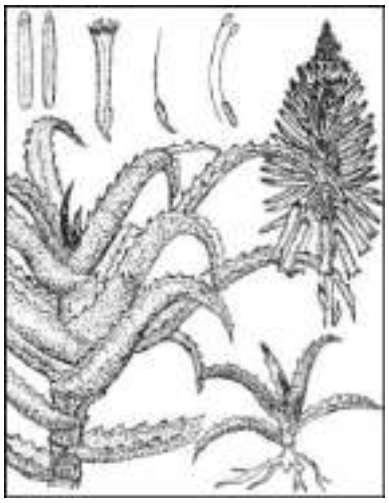

Рис. 2. Алоэ древовидное Aloe arborescens Mill.
2. *Алоэ древовидное* – Aloe arborescens Mill. (Асфоделовые – Asphodelaceae Juss.) (рис. 2). Родина – Южная Африка. Вечнозеленое суккулентное древовидное растение 1–4 м высоты. Стебли прямостоячие, ветвящиеся, в нижней части с многочисленными следами от листьев. Листья расположены поочередно, сочные, мясистые, сизоватозеленые, сближенные в верхней части стебля в виде розетки, стеблеобъемлющие, мечевидные, окаймленные мягкими шипами. Цветки оранжевые, поникающие на тонких цветоножках; собраны в соцветие – густая кисть, которая появляется из пазух верхних листьев. Широко распространенное в комнатной культуре растение. Издревле считается растением, отпугивающим от жилища злых духов, поэтому очень часто веточку алоэ подвешивали у входа в жилище. Оздоравливает воздух в помещении благодаря выраженным фитонцидным свойствам. Предпочитает светлые солнечные места, переносит низкие температуры до 3–5°С.